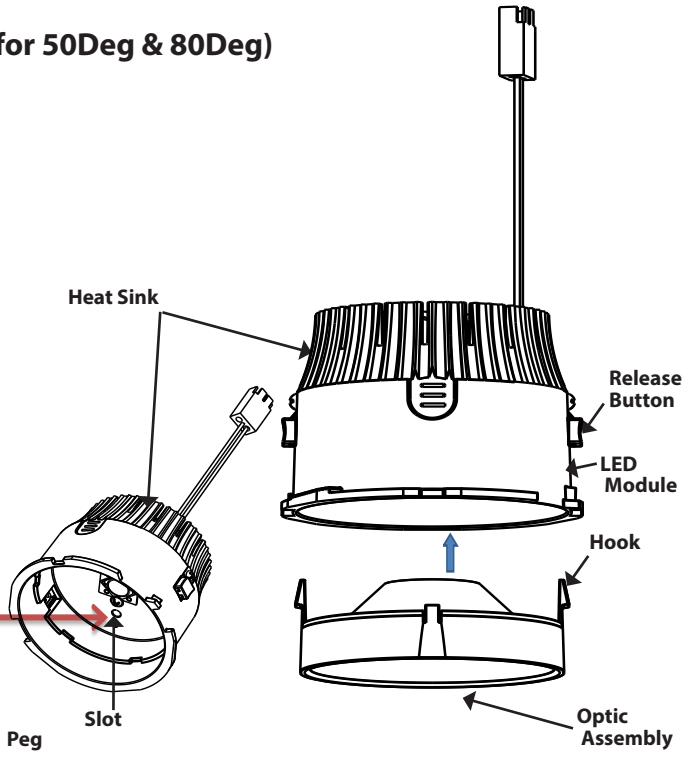

FIG.1
2. Take new optic and Orient to match **hooks** with **release buttons** on **LED Module**. Then slide **optic assembly** into **LED module** until it clicks in, as shown in FIG.1